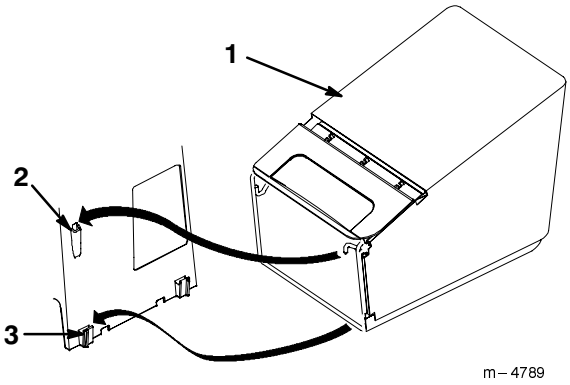

Figura 18
5. Inserite il gancio del telaio del sacco raccoglierba nella scanalatura della scocca e sulle guide del telaio del sacco raccoglierba come illustrato in Figura 18.
4. Sollevate il telaio del sacco raccoglierba dalle guide del telaio del sacco raccoglierba ed estraetelo dall'apertura come illustrato in Figura 18.